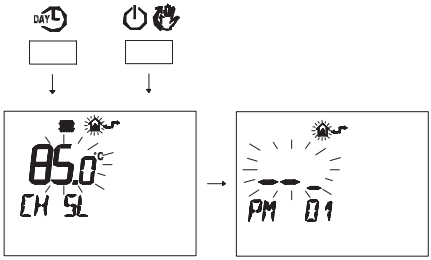

Fig. 7.40
- Press buttons DAY and at the same time to enter transparent programming (Fig. 7.40).